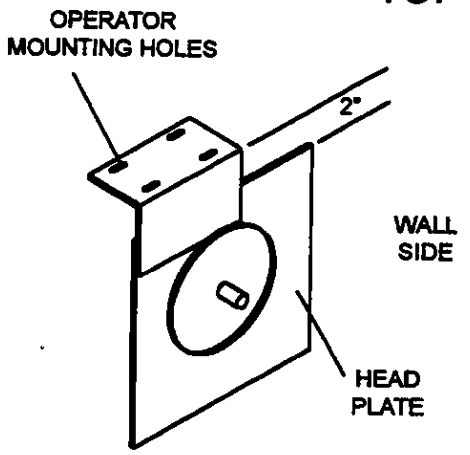

FIGURE 1
NOTE: For new installations, the headplate should have stud bolts welded in the plate for faster installation. If bolts are not present, the mounting bracket may be welded to the headplate after it has been clamped to the headplate according to the dimensions shown in Figure 1.
- If welding is required in lieu of bolts see Figure 1 and NOTE at side of Figure 1.